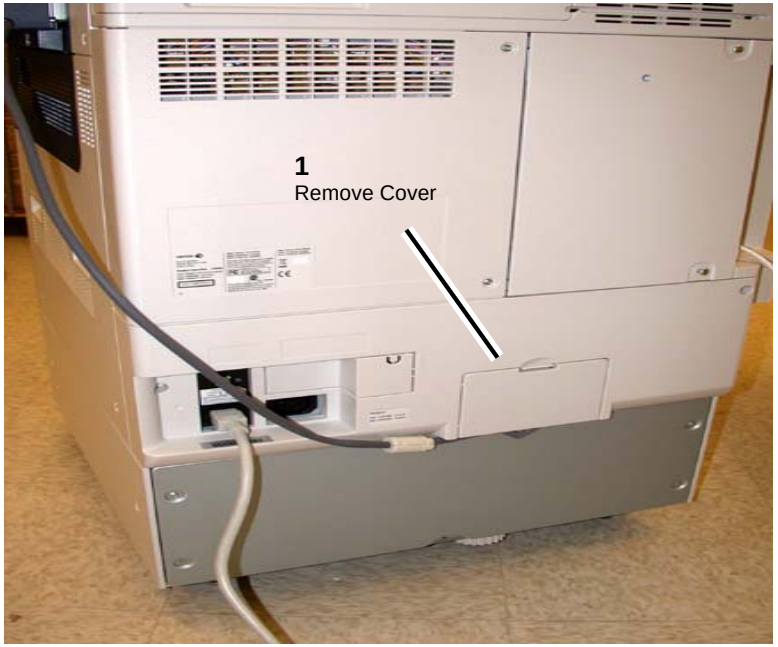

Figure 1 Remove Cover
(1)Remove the Cover.(Figure 1)